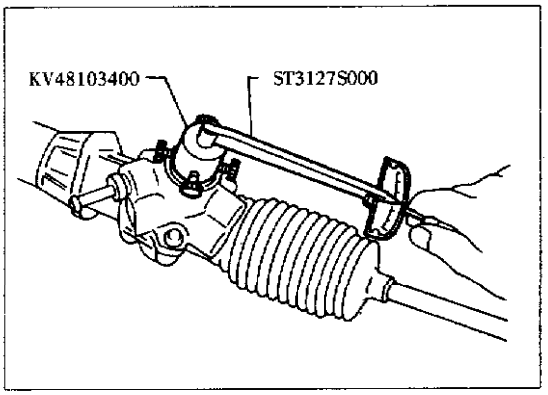
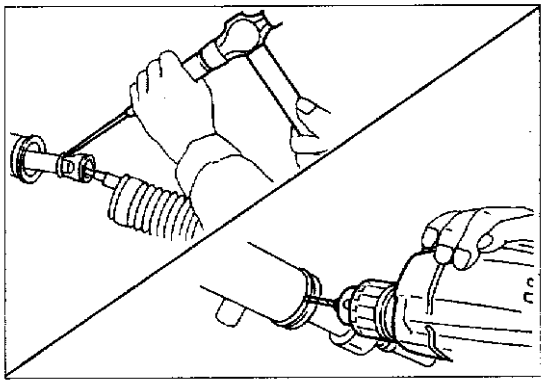

图 9-3-7
图 9-3-8
①拆卸之前测量并记录主动齿轮的转动扭矩，见图 9-3-7。在测量前，拆除油管放出液压油。因为外壳是铝制作的，不要用手钳夹住，要用软支承。
②拆除主动齿轮密封圈时注意不要损坏主动齿轮；拆除主动齿轮。
③拆除横拉杆外座和防尘罩，见图 9-3-8。